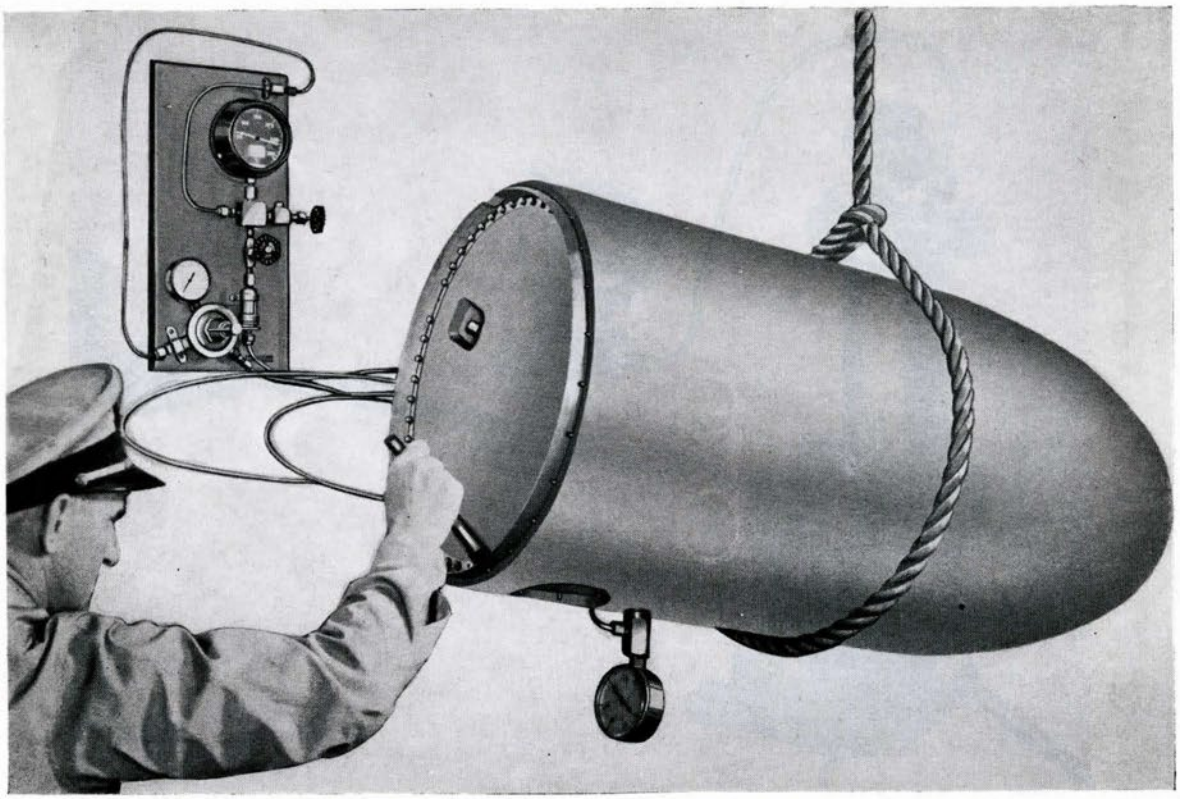

Figure 133B
14. Install test set, SG 2855, in drain plug flange. Connect pipe from test panel to test set; crack air line valve and build up pressure in head to 10 p.s.i. Close valve and apply soapy water around all flanges and joints. Bubbles will indicate leaks. Pressure on gage should remain constant for 10 minutes. (Fig. 133B). All leaks must be located and remedied. **(191, 141A)**